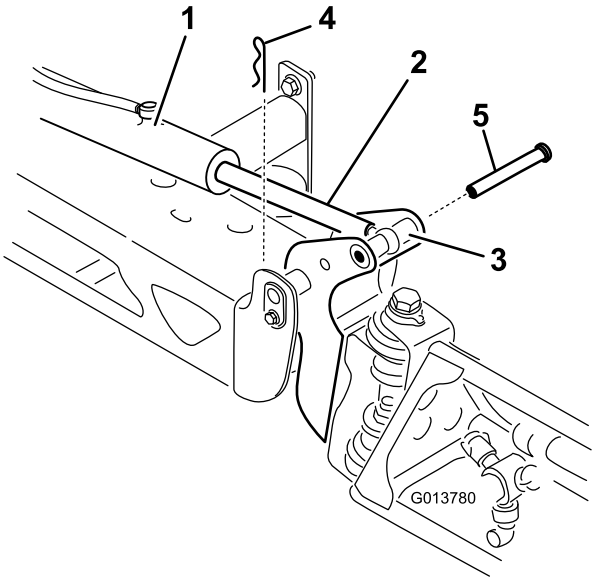

Figur 13
2. Fjern splitten fra drejetappen (Figur 13).
3. Løft op på bommen, fjern splitten (Figur 13), og sænk langsomt bommen ned på jorden.
8. Hæv bommen for at tilpasse drejetappen til aktuatorstangen. Mens du holder bommen, skal du føre stiften gennem bommens drejetap og aktuatorstangen (Figur 13).